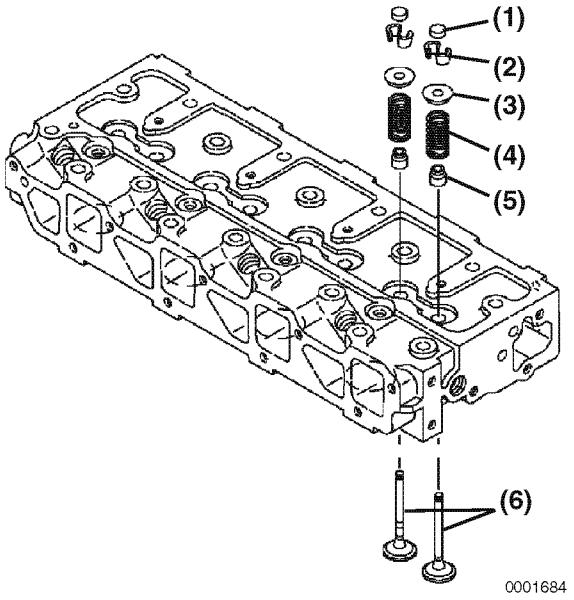

Figure 6-32
4. Place all the valves **(Figure 6-32, (6))** in their proper location in the cylinder head.
5. Place the cylinder head on the workbench with the combustion side down to install the valve springs. Install the valve spring **(Figure 6-32, (4))** and the spring retainer **(Figure 6-32, (5))**.
7. Insert the valve keepers **(Figure 6-32, (2))** and slowly release the tension on the valve spring. Install the valve cap **(Figure 6-32, (1)).** Repeat the steps on all the remaining valves.